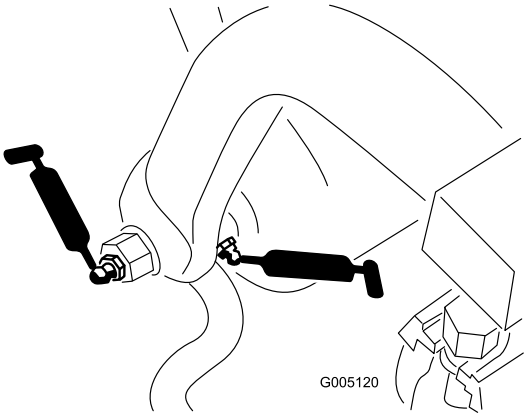

Figur 38
- Dragramens axel och rulle (12) (Figur 38)